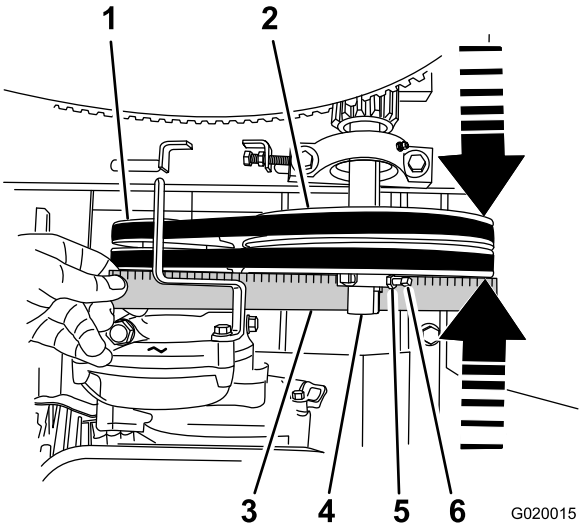

Figure 76
2. Placez une règle droite en travers de la face de la poulie de moteur et la poulie de tension (Figure 76).
B. Desserrez les contre-écrous et les vis de maintien qui fixent la poulie de tension à l'arbre de renvoi (Figure 76).
C. Avec une massette, tapez la poulie de tension vers l'avant ou l'arrière le long de l'arbre de renvoi jusqu'à ce que la poulie de moteur et la poulie de tension soient alignées sur la règle droite (Figure 76).
D. Resserrez les contre-écrous et les vis de maintien qui fixent la poulie de tension à l'arbre de renvoi (Figure 76).